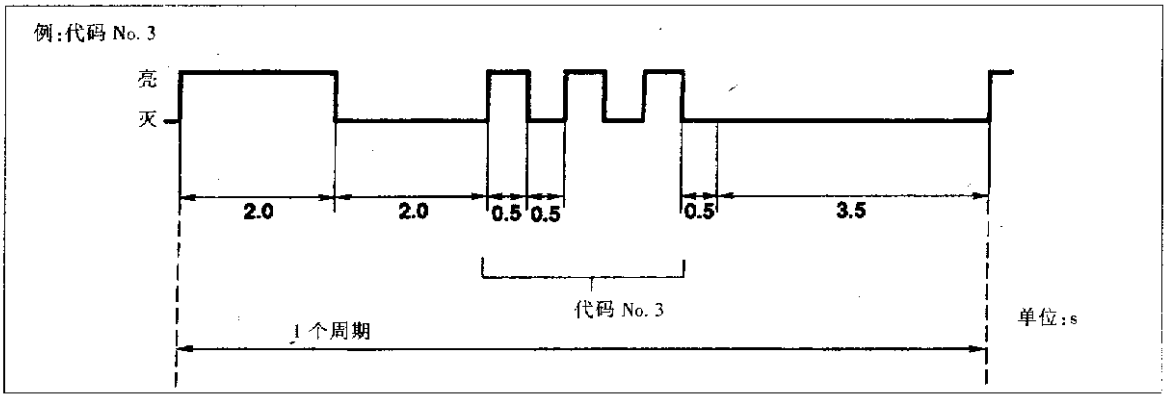

图 12－15－8
(2)故障代码是由车内灯及前脚踏灯的闪烁次数来表示的,见图 12－15－8。